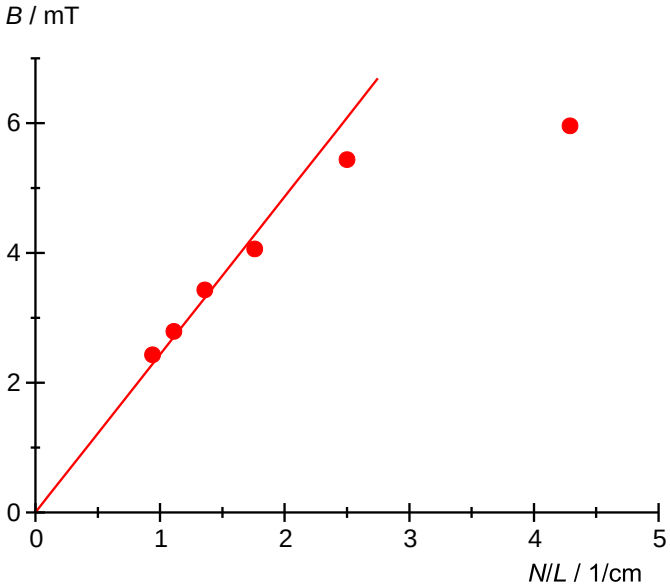

Fig. 7: Magnetische Flussdichte *B* in Abhängigkeit von der Windungsdichte *N*/*L* bei *I* = 20 A.
- Die Messwerte aus Tab. 3 in einem *B*(*N*/*L*) – Diagramm darstellen (Fig. 7).